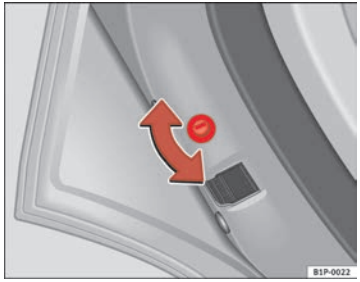
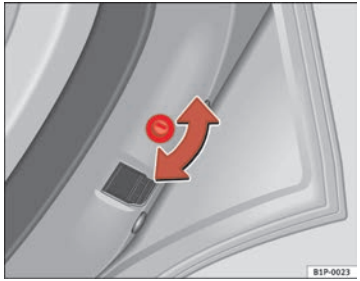

Fig. 60 Child safety lock on the left hand side door
Fig. 61 Child safety lock on the right hand side door
– With the door open, rotate the groove in the door using the ignition key, clockwise for the left hand side doors, and anti-clockwise for the right hand side doors ⇒ fig. 60 ⇒ fig. 61.
– With the door open, rotate the groove in the door using the ignition key, clockwise for the right hand side doors, and anti-clockwise for the left hand side doors ⇒ fig. 60 ⇒ fig. 61.